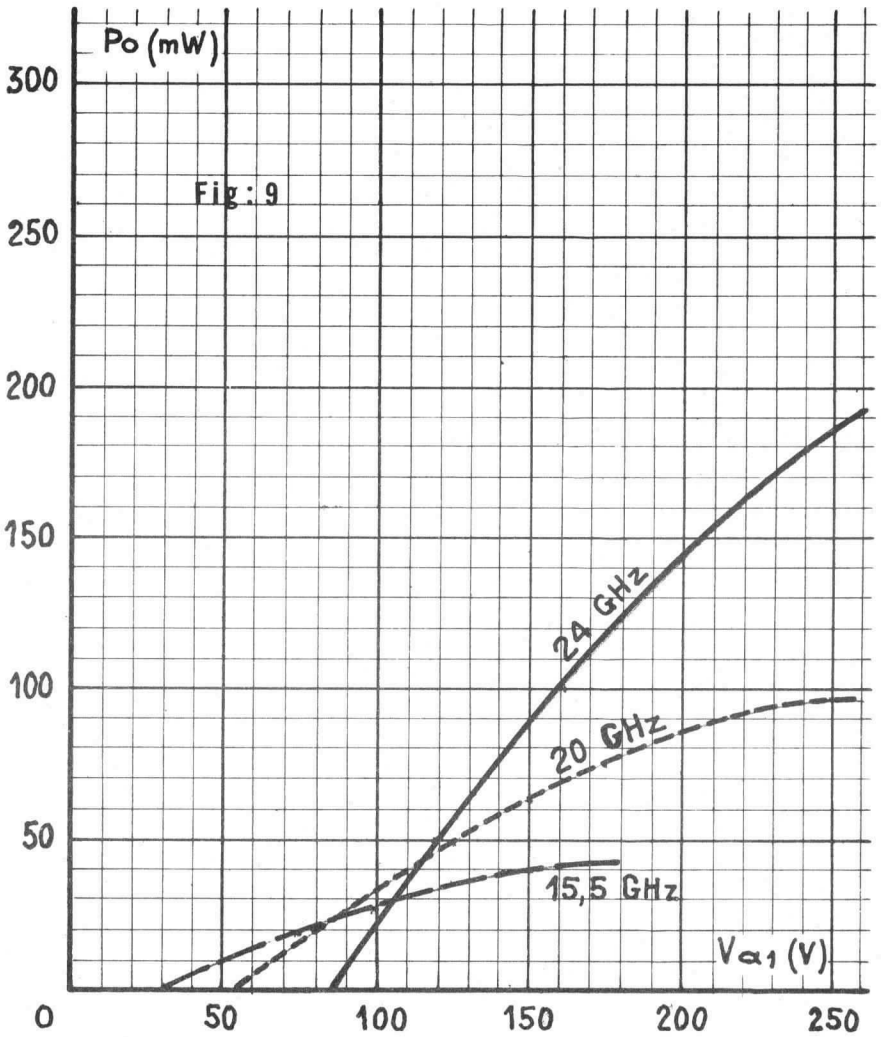

Fig : 9
- Les figures 9 et 9 bis donnent respectivement un exemple de variation de P_o et de Ia2 en fonction de la tension d'anode Va1.
Fig : 9 bis